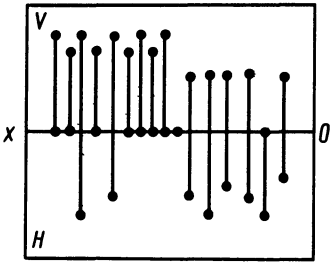

Рис. 191
76. На эпюре (рис. 191) зафиксировано положение бильярдных шаров относительно стены и пола комнаты. Определите, сколько шаров находится на полке, укрепленной на стене, сколько на бильярдном столе, на полу, сколько в руках у одного из играющих.